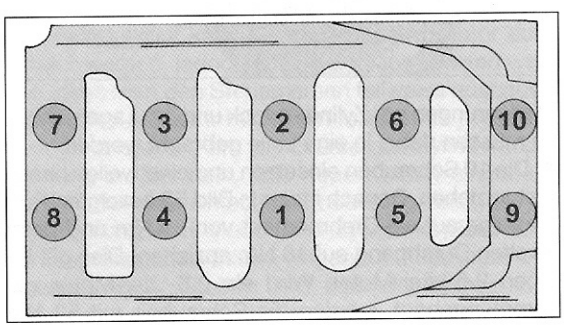

Bild 55
- Die 10 Schrauben einsetzen und einstweilen handfest anziehen. Danach in der in Bild 55 gezeigten Reihenfolge auf ein Drehmoment von 80 Nm und beim zweiten Durchgang auf 16 Nm anziehen. Dies gilt für einen 2.5-Liter-Motor. Wird ein 2.8-Liter-Motor zusammengebaut, werden die Schrauben mit 50 Nm und aus der Endstellung um eine weitere Viertelumdrehung (90°) ohne Drehmomentschlüssel angezogen. Die Kurbelwelle einige Male durchdrehen, um sie auf Klemmstellen zu kontrollieren. Dazu kann man zwei Schrauben in den Flansch der Kurbelwelle einschrauben und die Welle durch Einsetzen eines Schraubendrehers damit durchdrehen.